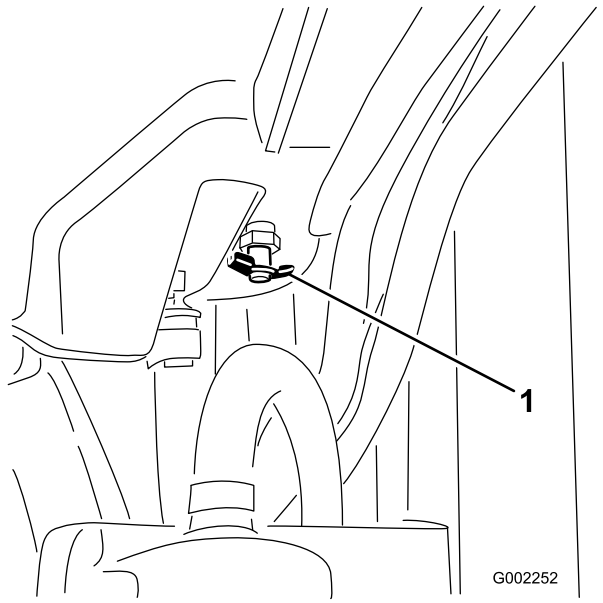

Figuur 53
4. Open de aftapklep (Figuur 53) en laat de koelvloeistof in de bak lopen.